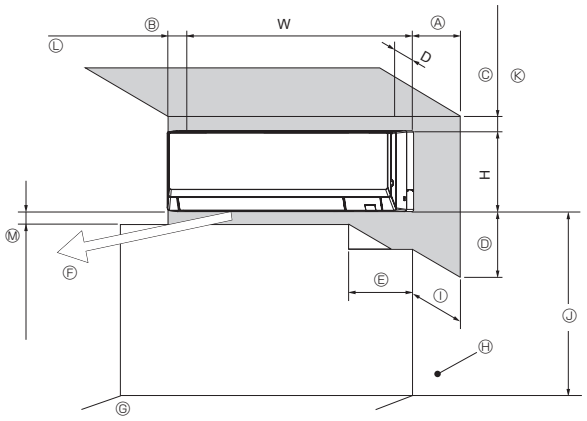

Fig. 2-1
2.1. Dimensiones exteriores (Unidad interior) (Fig. 2-1, 2-2)